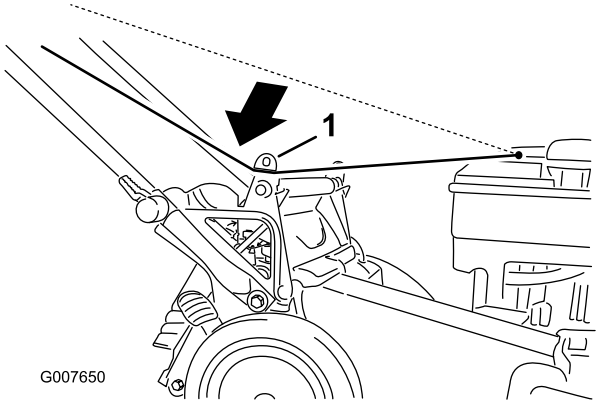

Figuur 20
1. Laat het startkoord rond de onderste koordgeleider lopen (Figuur 20).